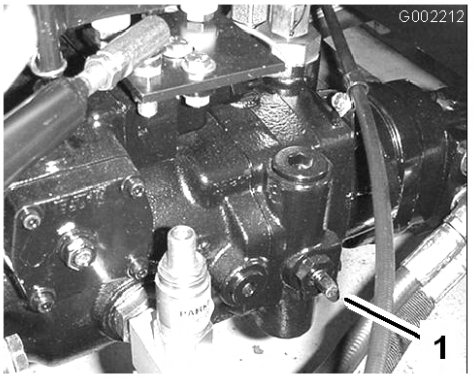

Figur 25
1. Öppna bogserventilen (Figur 25) genom att vrida den 90 grader åt vafritt håll.